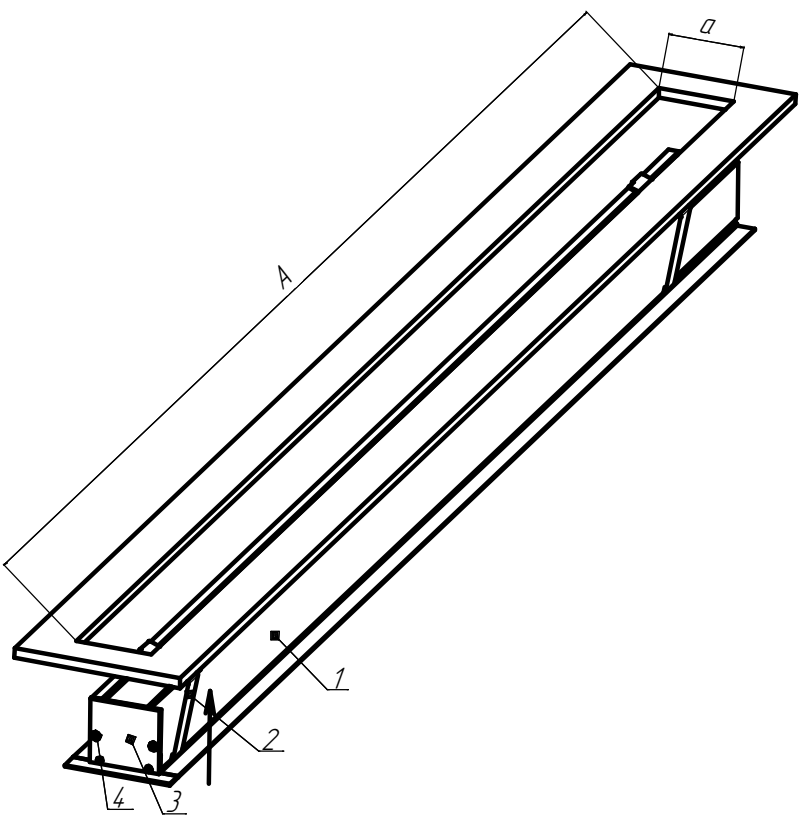
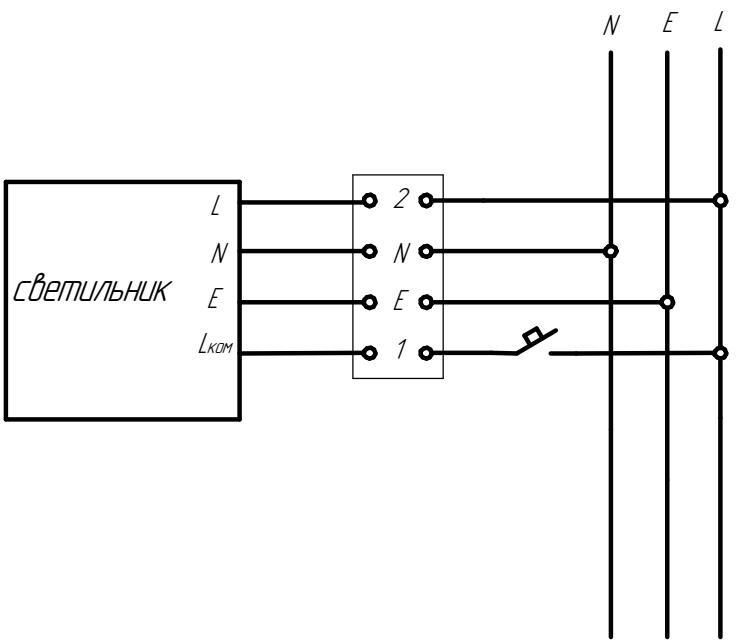
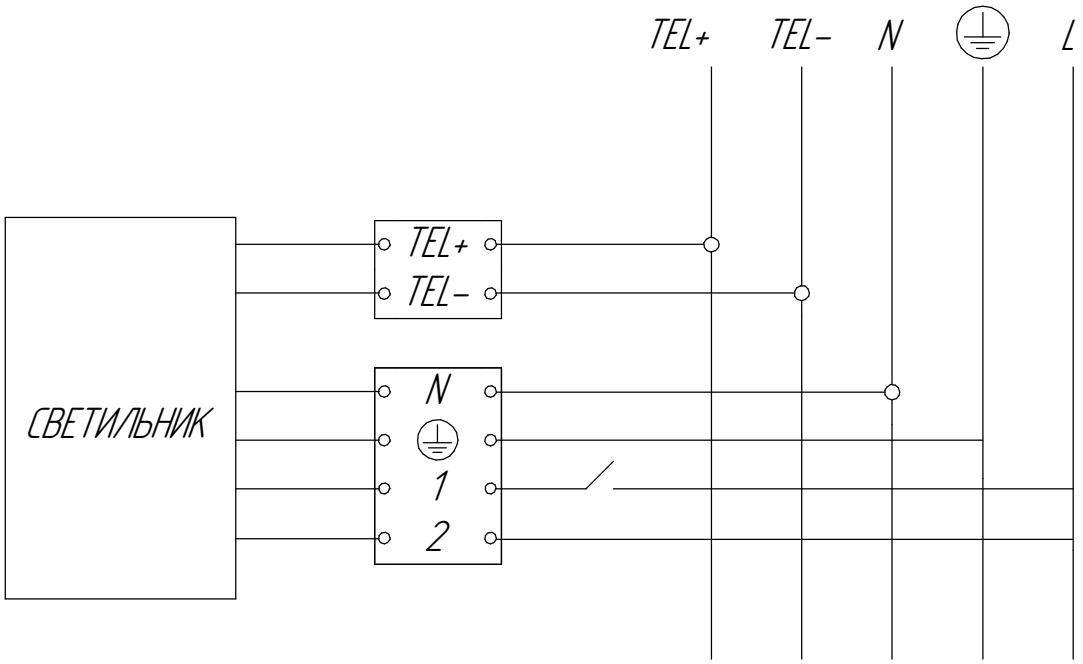

Рисунок 4 - Схема установки светильников в потолок
Рисунок 8 - Схема подключения светильника с БАП к сети.
Рисунок 9 - Схема подключения светильника с БАП с функцией TELECONTROL.
6.3.2 При установки одиночного светильника в потолок необходимо установить крышки торцевые ДВО02 (заказываются отдельно) (см. рисунок 4). Провести сетевые провода через проходной изолятор, установленный в торцевой крышке и подключить светильник к сети (см. рисунок 8 и рисунок 9) .